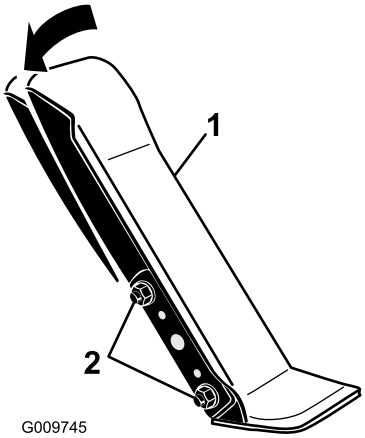

Bild 56
1. Lösen Sie die zwei Muttern und Schrauben, mit denen die linke Seite des Fahrpedals an der Halterung befestigt ist (Bild 56).
2. Drehen Sie das Pedal auf den gewünschten Winkel und ziehen Sie die Muttern an (Bild 56).